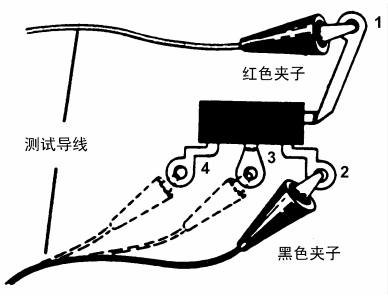

图 13　德科交流发电机二极管组试验连接
德科 Remy 在其交流发电机上使用了二极管组。这种二极管包括四个接线柱，试验点连接参见图 13。
1、将红色夹子连接接线柱 1，黑色夹子连接到接线柱 2，记录在数字显示器上的读数，参见图 13。
2、相互交换夹子，再记录数字显示器上的读数，参见图 13。
3、在点 1 和 3、1 和 4 之间重复步骤 1 和 2，参见图 13。